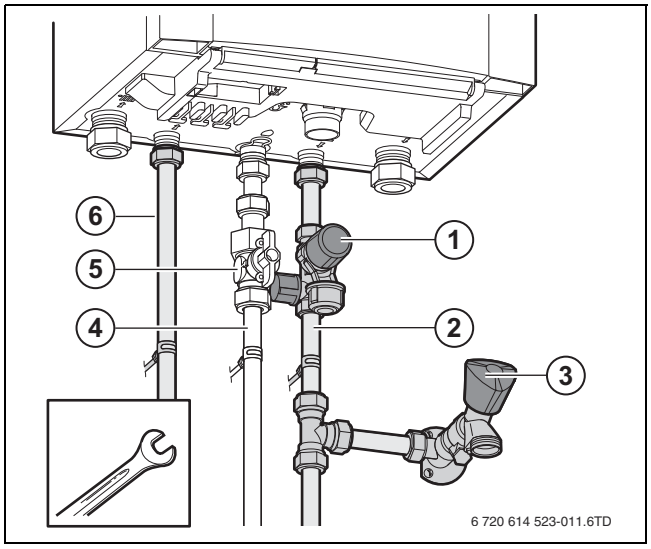

Afb. 10 Aansluiten drinkwaterleidingen
- ▶ Monteer in de gasleiding direct onder het cv-toestel een toestelgaskraan met een doorlaat van minimaal ½" (→ afb. 10, [5]).
- ▶ Monteer de gasleiding (→ afb. 10, [4]) en sluit deze spanningsvrij aan op de toestelgaskraan.